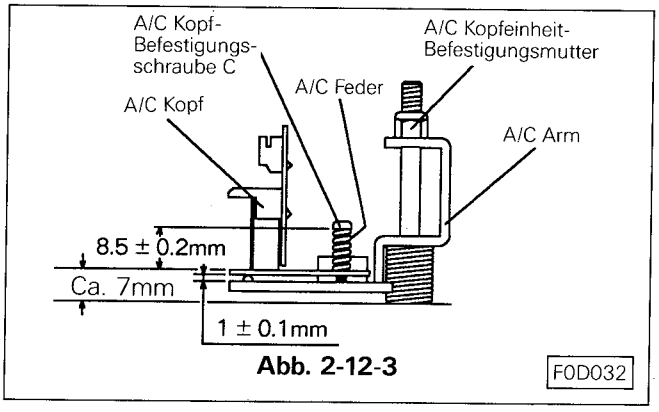

Abb. 2-12-3 F0D032
Den A/C Kopf so befestigen, daß das Kopfunterteil mit dem Kopfhaltearm parallel ist. Mit der Einstellschraube ⓒ die Höhe so einstellen, wie in Abb. 2-12-3 beschrieben.
D. Die Haltearmbefestigungsmutter so weit anziehen das der Abstand zwischen Haltearm und Chassis ca. 7mm beträgt. Siehe Abb. 2-12-3.